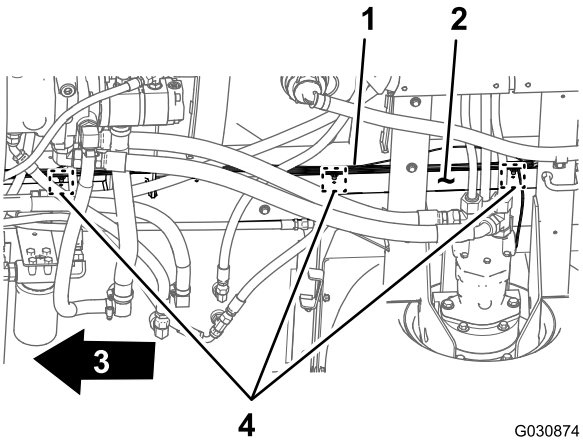

Figura 20
3. Retire las 3 grapas que sujetan el arnés de cables trasero en los orificios del larguero derecho del bastidor de la máquina (Figura 20).